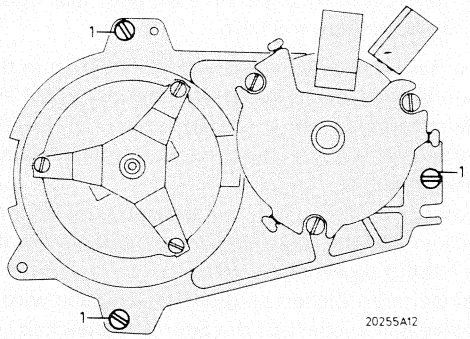

Fig. 2.13
- Die Schrauben (Pos. 1 in Abb. 2.13) entfernen.